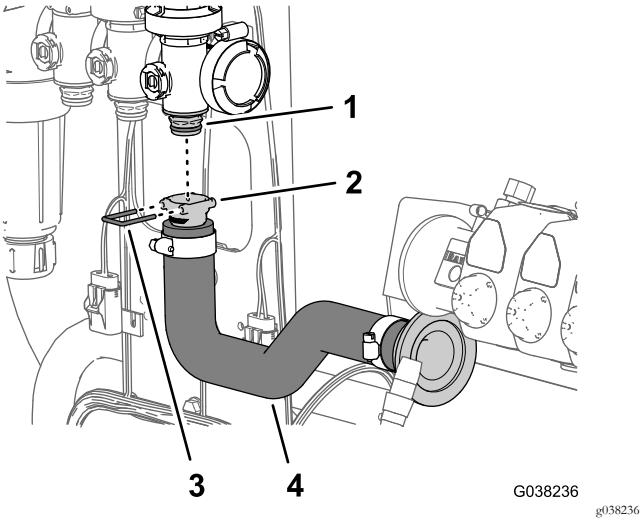

Figura 54
3. Monte a união de ligação rápida do tubo do fluxímetro com a união de ligação rápida na válvula de pulverização principal (Figura 54).
4. Prenda a união do tubo à união da válvula com o retentor (Figura 54) que é fornecido com o tubo do fluxímetro.